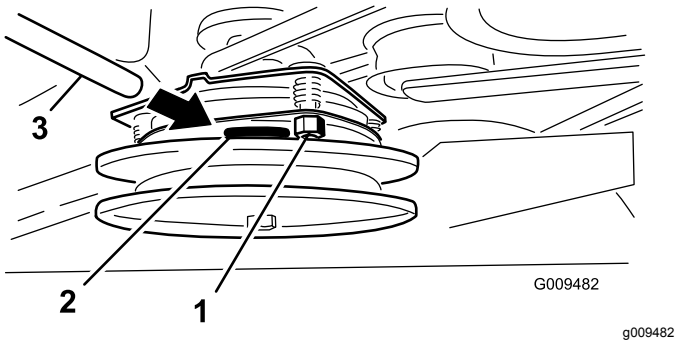

Figur 59
5. Tilspænd låsemøtrikkerne, indtil søgelæren binder let, men stadig let kan flyttes inden for gnistgabet (Figur 59).